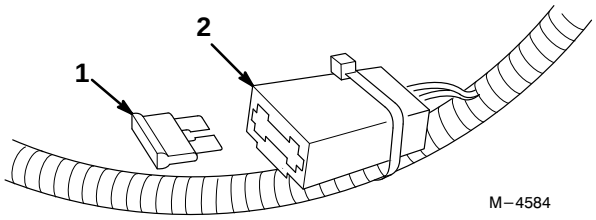

Figur 31
2. Sätt i den nya säkringen enligt Figur 31.